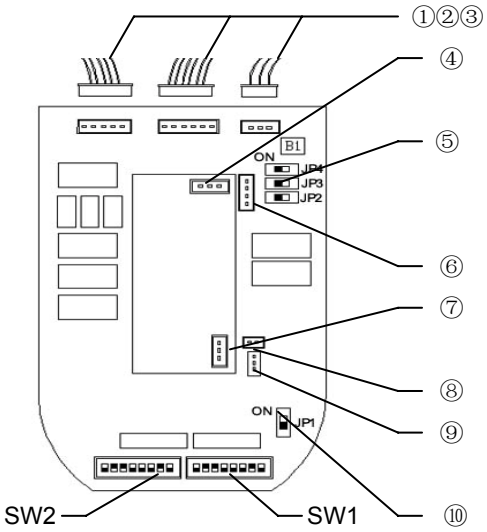

图 5
4、如选择曼码方式通讯的 AD/AB 协议，应将解码板上的 JP2、JP3、JP4 三个转换开关全部拨至“ON”位置；如选择 RS-485 标准通讯协议，应将其全部拨至“OFF”位置（位置见图 5）。